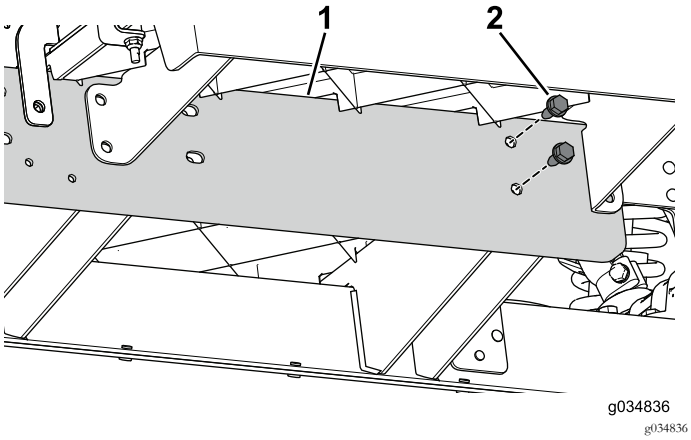

Figura 23
3. Utilize os dois parafusos (5/16" x ¾") para instalar sem apertar a calha de extensão para o canal central para a secção dianteira da máquina (Figura 23).